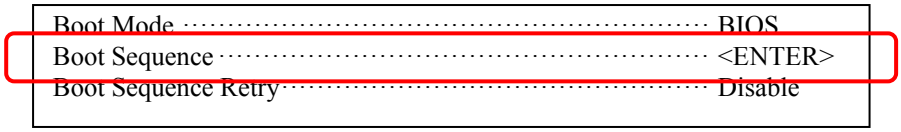

Figure B.2.3-4 Boot Settings window
(8) The boot settings window is displayed as shown in Figure B.2.3-4.
It returns to the boot settings window as shown in Figure B.2.3-4.
(11) Press [Esc] key in the boot settings window as shown in Figure B.2.3-4.